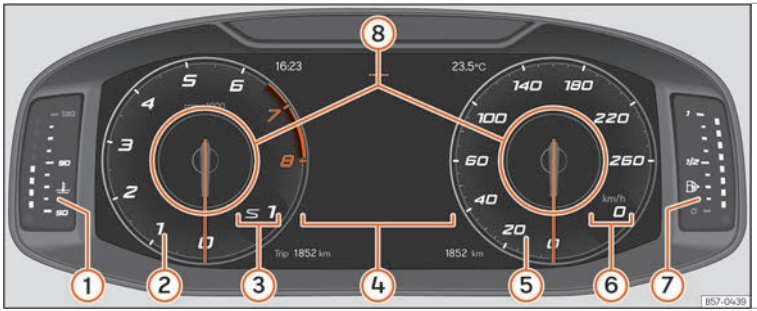

Fig. 62 SEAT Digital Cockpit on the instrument panel (classic view).
In all views the information displayed in **Information profiles** can be customised ››› Fig. 62 ⑧.
The revolutions per minute and speedometer needles appear along the entire length ››› Fig. 62.